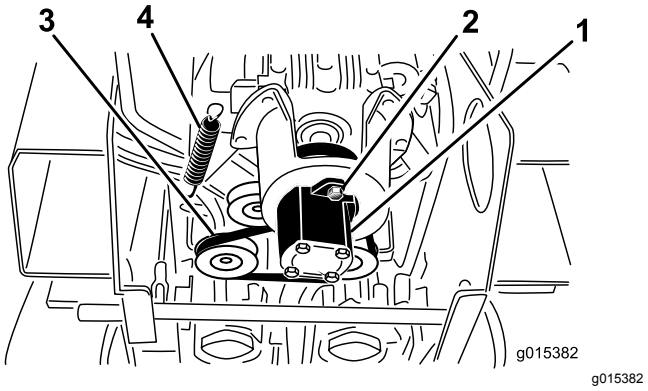

Figuur 52
5. Draai de 2 pompbouten los (Figuur 52).
6. Draai de pomp linksom en laat ze van de poelie vallen (Figuur 52).
7. Gebruik een veertrekker (neem contact op met uw erkende servicedealer) een stijve metalen haak om het uiteinde van de spanpoelieveer van de veerbout te trekken en zo de spanning van de riem te nemen (Figuur 52).